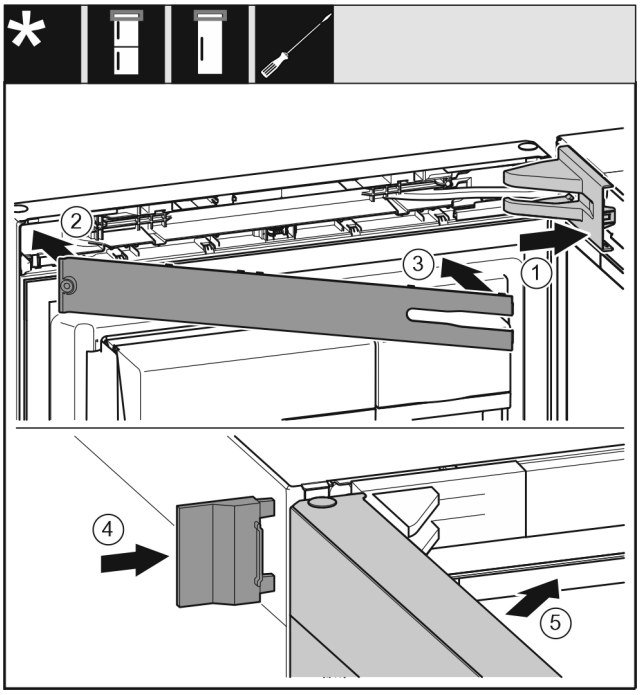

Fig. 27
- ▶ Lagerbockabdeckung aufsetzen und einrasten, ggf. vorsichtig auseinanderdrücken. *Fig. 27 (1)*
- ▶ Blende aufsetzen. *Fig. 27 (2)*
- ▶ Blende einschwenken und einrasten. *Fig. 27 (3)*
- ▶ Äußere Abdeckung aufschieben. *Fig. 27 (4)*
- ▶ Obere Tür schließen. *Fig. 27 (5)*